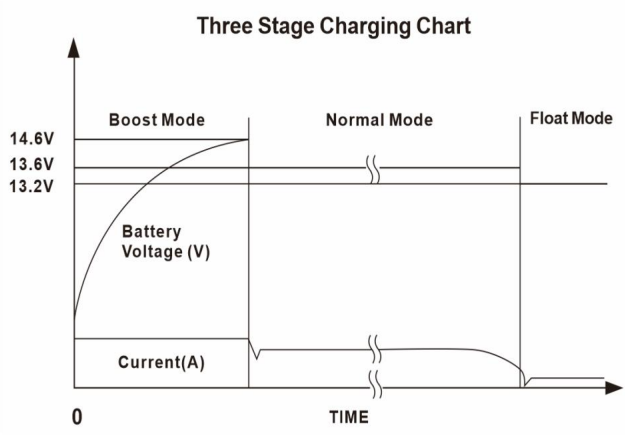

Figura 1
(3) Il cablaggio di uscita a 12 V CC non richiede protezione da sovracorrente N poiché il convertitore/caricabatterie limita la corrente in uscita. Tuttavia, tutti i collegamenti elettrici devono essere conformi al codice NEC appropriato .
9. Modalità batteria al piombo-acido: ruotare l'interruttore A sulla modalità piombo-acido; la batteria verrà caricata in modalità a 3 stadi (Figura 1).